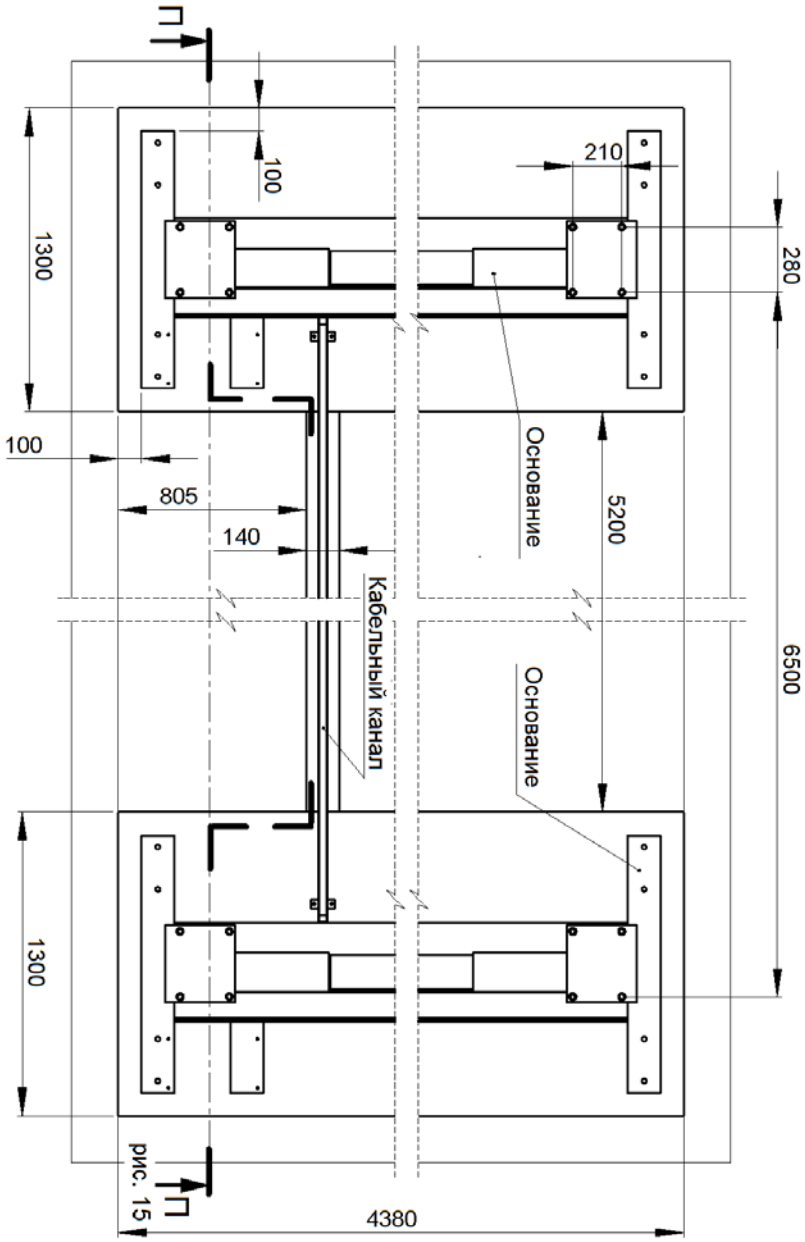

Рис. 14. Монтаж оснований в приямки подъемника ПГ-20
6.2.1. При установке подъемника на основаниях забетонированных в пол, необходимо подготовить место для монтажа, выполнить все необходимые приямки в соответствии с чертежом приведенным на Рис. 14 и 15.